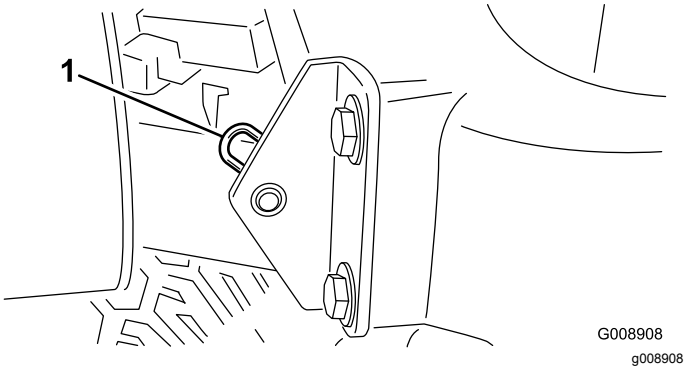

Rysunek 48
2. Zdejmij zawleczkę (Rysunek 48) mocującą maskę do jej wspornika.